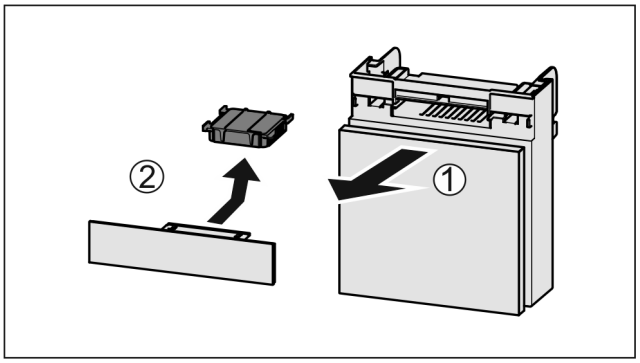

Fig. 143
▶ Zásuvku vytáhněte dopředu *Fig. 143 (1)*.
▶ Filtr s aktivním uhlím vyjměte *Fig. 143 (2)*.